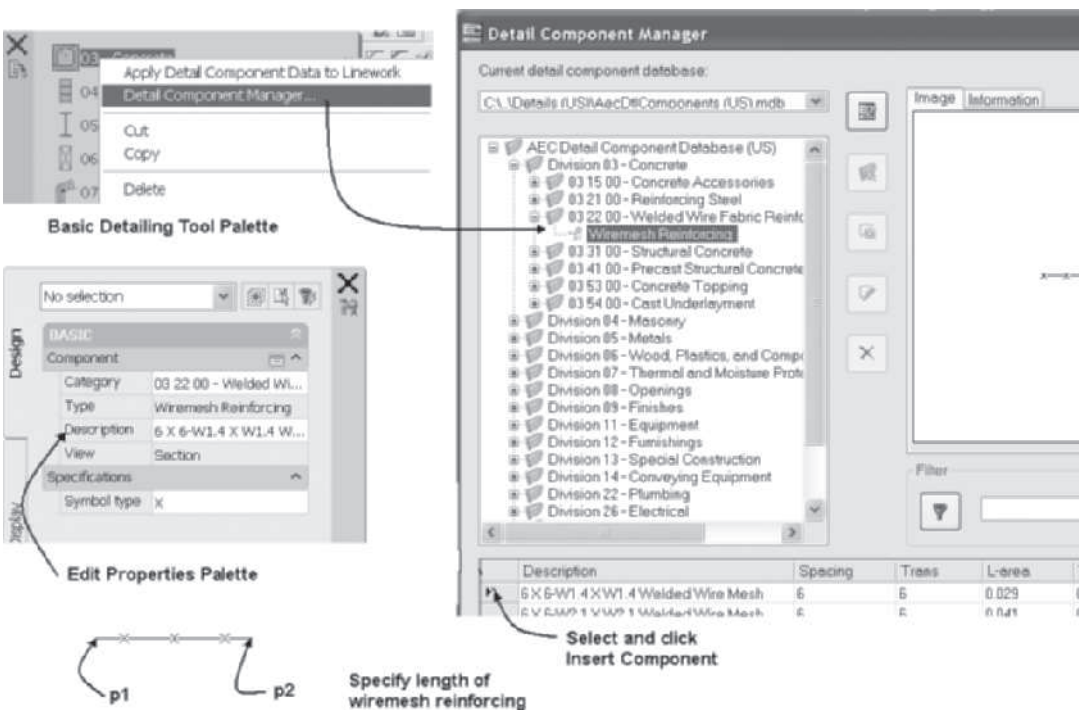

FIGURE 12.45 *Insert welded wire fabric from the Detail Component Manager*
A detail can also consist of a collection of repeating entities placed based on your response to the workspace prompts. A detail for welded wire fabric consists of a series of "X"s placed along a line as shown in Figure 12.45. To place this detail, open the Detail Component Manager to 03 22 00 Welded Wire Fabric Reinforcing > Wiremesh Reinforcing [E-In Situ Concrete/Large Precast Concrete > E30 Reinforcement For In Situ Concrete > Wiremesh Reinforcing] and drag the tool onto a tool palette or into the workspace. Edit the Properties palette to place the detail as described in the following steps.
1. From the **Basic** tool palette of the **Detailing** palette set, select **03-Concrete**, right-click, and select **Detail Component Manager**. Expand the Division 3 in the right pane to 03 22 00 Welded Wire Fabric Reinforcing > Wiremesh Reinforcing as shown in Figure 12.45. **Metric only:** The location is [E-In Situ Concrete/Large Precast Concrete > E30 Reinforcement For In Situ Concrete > Wiremesh Reinforcing].
`Start point:` *(Select the start point of the wire fabric at* `p1` *as shown in* `Figure 12.45`*.)*
`Endpoint:` *(Select the endpoint of the wire fabric at* `p2` *as shown in* `Figure 12.45`*.)*